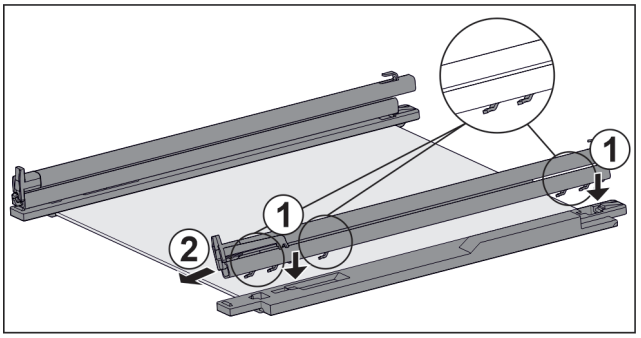

Fig. 69 Стеклянная пластина с направляющими и крепежными элементами
▶ Поместите крючки направляющей в отверстия **левого** крепежного элемента. *Fig. 69 (1)*
▶ Потяните направляющую вперед. *Fig. 69 (2)*
▶ Поместите крючки направляющей в отверстия **правого** крепежного элемента. *Fig. 69 (1)*